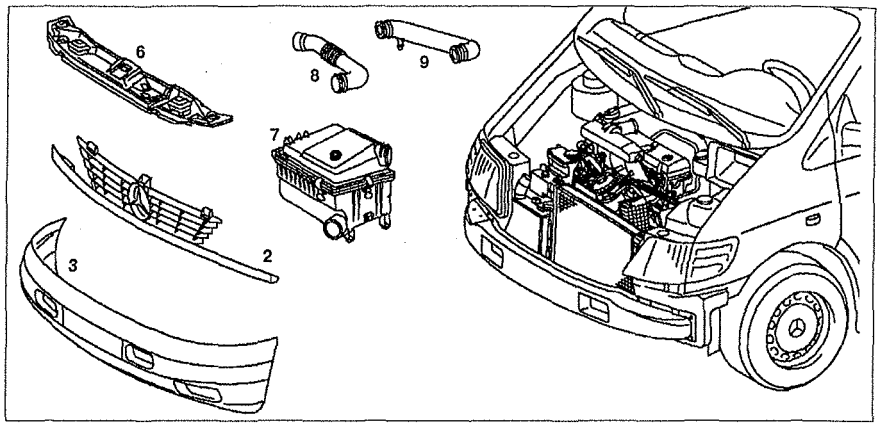

Рис. 4.1. Снятие двигателя:
6. Снимите бампер **3** (см.рис.4.1).